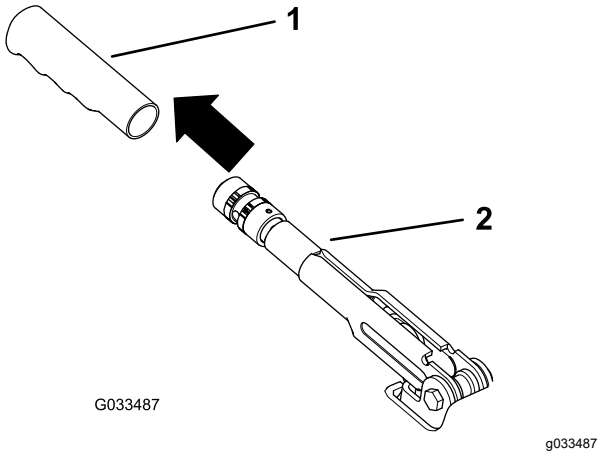

Figur 64
1. Ta bort gummihandtaget från parkeringsbromsspaken (Figur 64).